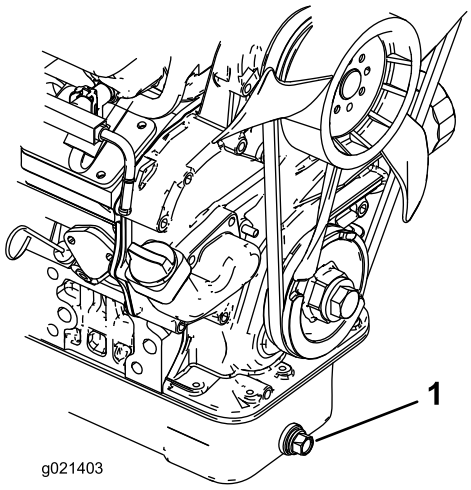

**Figur 46**
1. Ta bort avtappningspluggen (Figur 46) och låt oljan rinna ned i ett kärl. Sätt på avtappningspluggen igen när oljan har slutat att rinna.